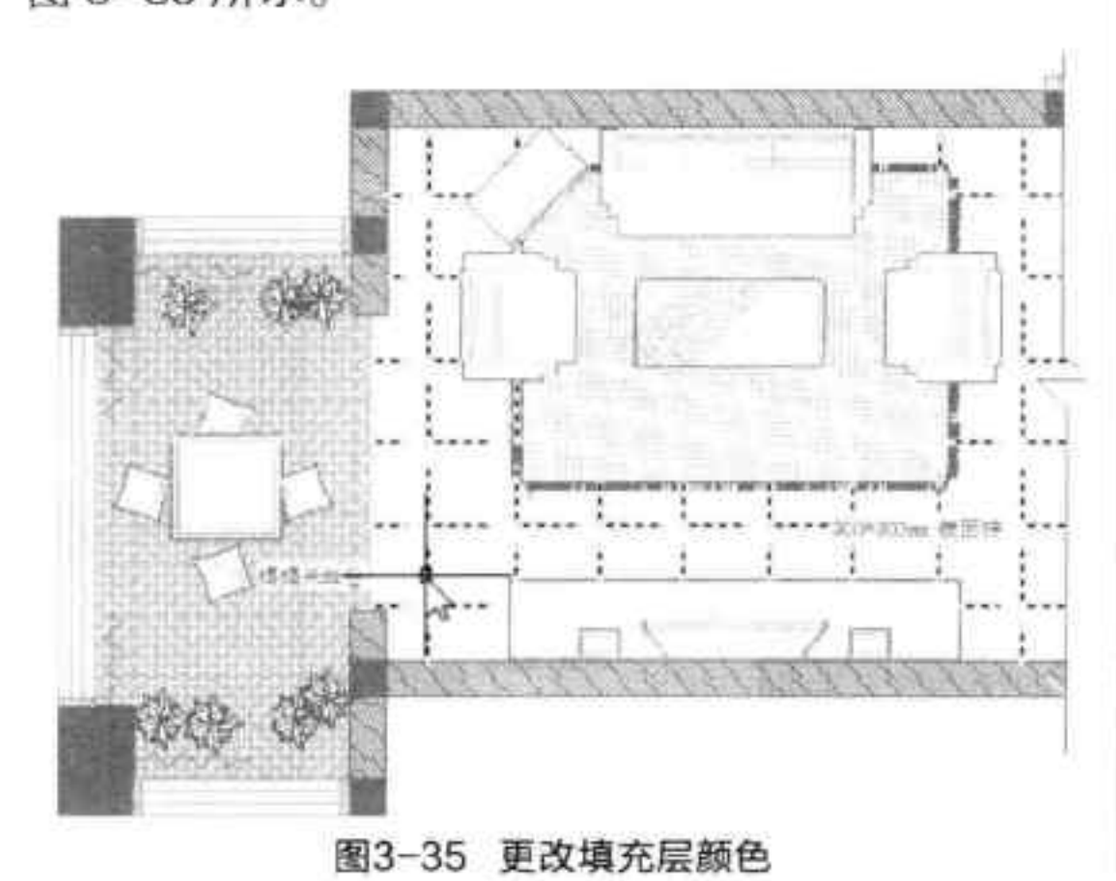

图3-35 更改填充层颜色
Step 05 设置完成后，关闭“图层特性管理器”，此时会发现被隔离的图层颜色已发生了变化，如图 3-35 所示。